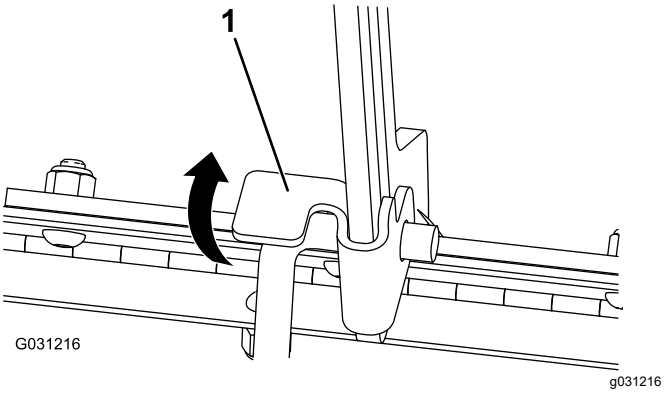

Figura 33
1. Levante la pestaña que sujeta la varilla de sujeción (Figura 33)